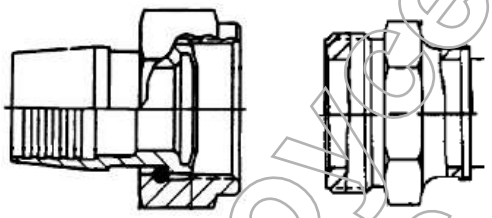

FIGURE 21 – TUBE AND HOSE BEAM SEAL NUTS
- Tube and hose beam seal nuts. See Figure 21.